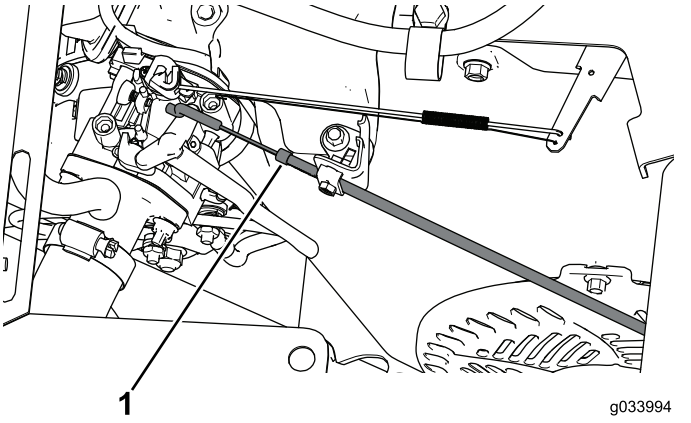

Figura 11
5. Desligue o cabo da entrada de ar do motor (Figura 11).